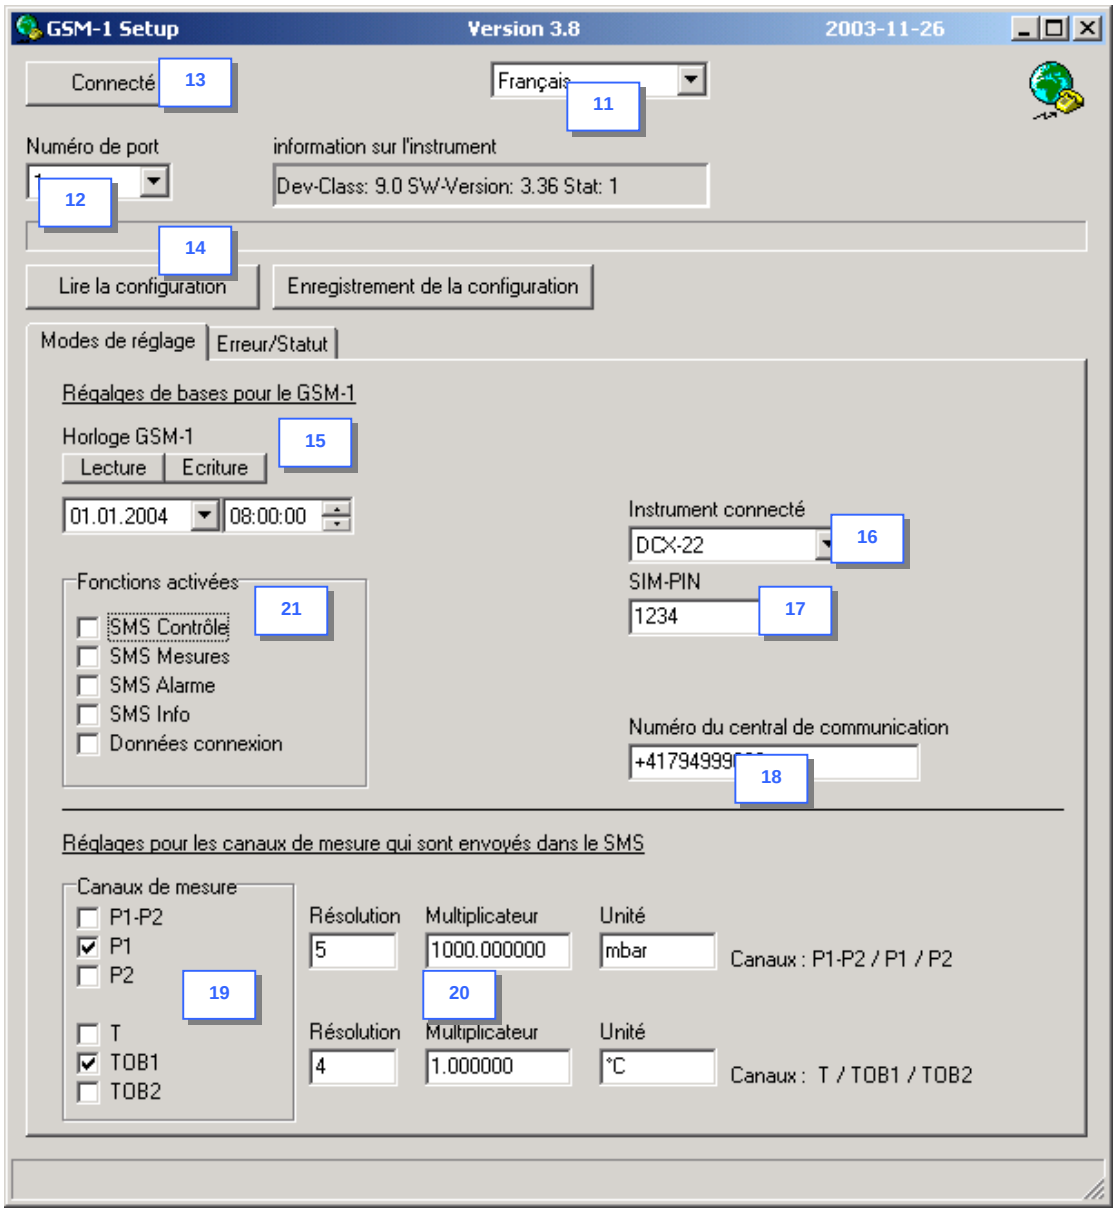

***Fig. 11: Configuration***
- **Onglet *Modes de réglage :*** (voir figure 11)